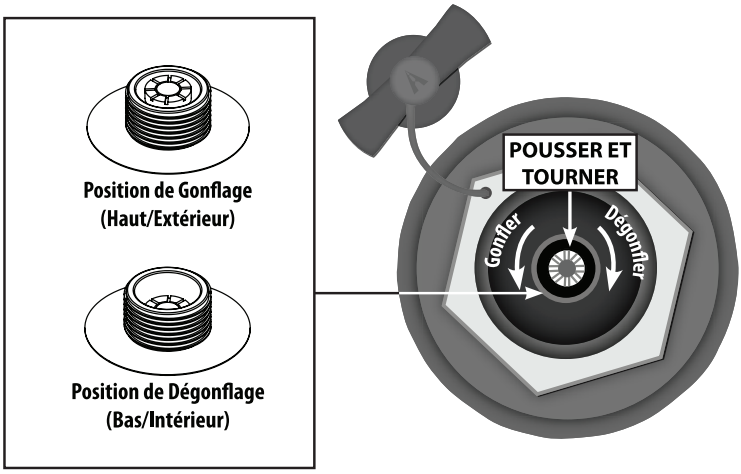

*Figure 1.* Gonflage/ Dégonflage Valve à ressort
2. Poussez les tiges de la valve vers l'intérieur et faites-les pivoter pour dégonfler (voir figure 1).